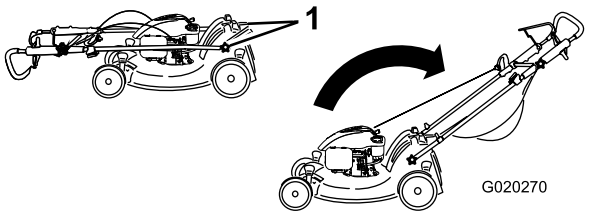

Figuur 3
1. Verwijder de handgreepknoppen van de machinebehuizing (Figuur 3).
1. Handgreepknoppen (2)
3. Plaats de handgreepknoppen die u tijdens stap 1 hebt verwijderd terug en draai deze vast (Figuur 3).